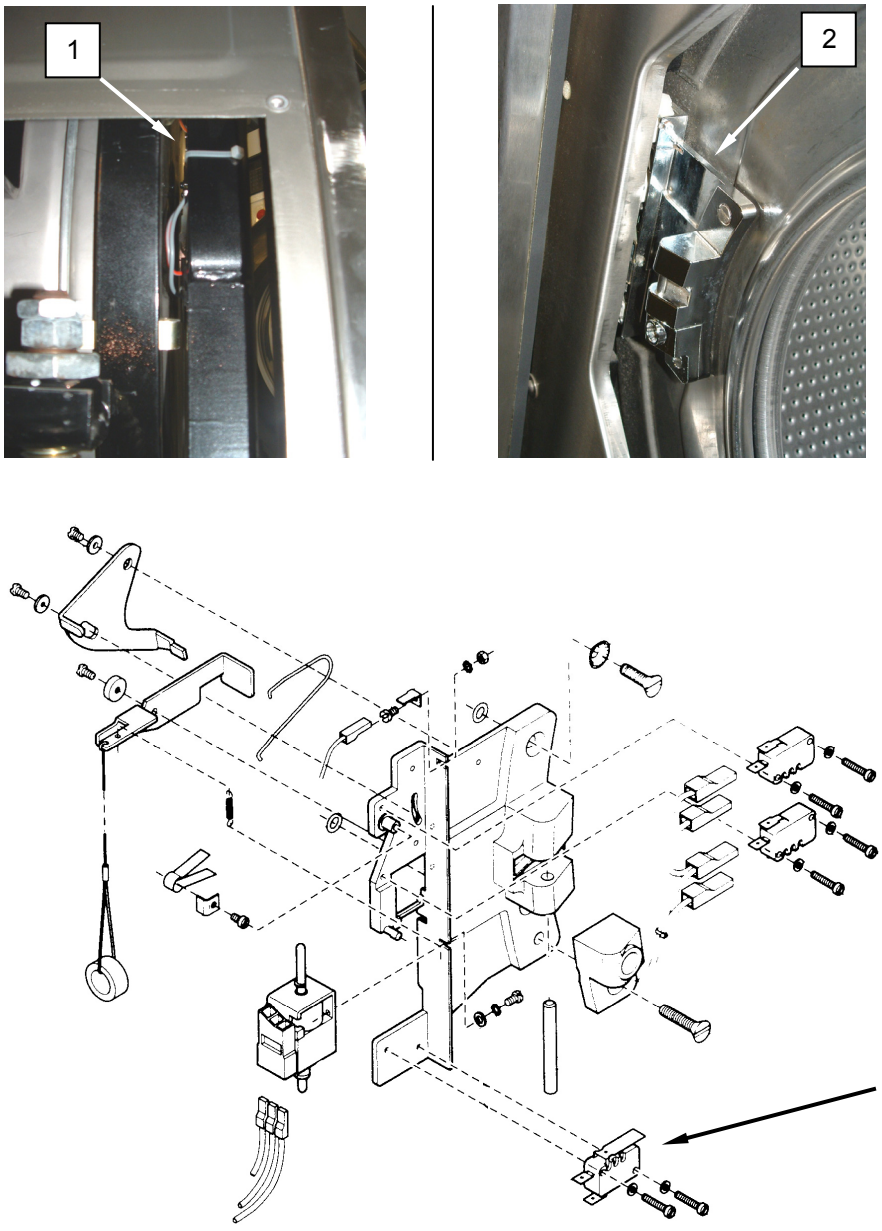

Figure 1. Test the Door Unlocked Switch.
2. Cut the wire ties **(Figure 1, Item 1)** retaining switch wiring to the washer frame. There may be one or two wire ties.
4. Remove screws retaining door strike assembly **(Figure 1, Item 2)**, and remove door strike assembly.
5. Tag and disconnect wiring from unlock switch **(Figure 1, Item 3)**.
6. Use an ohmmeter to check for 0 resistance when the switch **(Figure 1, Item 3)** is closed.
7. Use an ohmmeter to check for infinite resistance when the switch **(Figure 1, Item 3)** is open. Replace a switch **(Figure 1, Item 3)** which fails either test.
8. Connect wiring to switch **(Figure 1, Item 3)** as tagged.
9. Install door strike assembly **(Figure 1, Item 2)**, and retain with screws.
10. Retain wiring with wire tie **(Figure 1, Item 1)**.